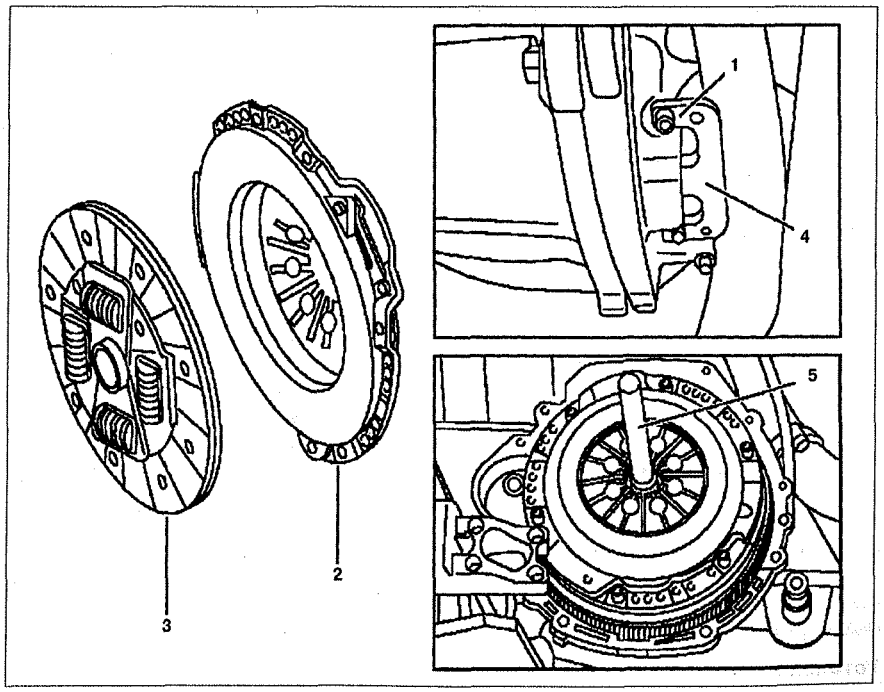

Рис. 6.2. Снятие и установка сцепления на автомобилях с двигателем 611.980:
7. Вставьте блокировочное устройство **1** (см.рис.6.2).